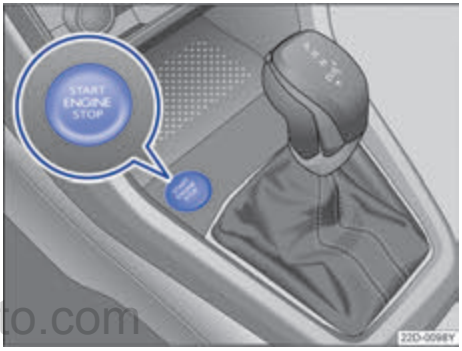

图 95 启动按钮。
– **配备自动变速箱的车辆：**短促按压启动按钮→ 图 95。如果无法停下发动机，则应执行应急关闭→ 第 107 页。